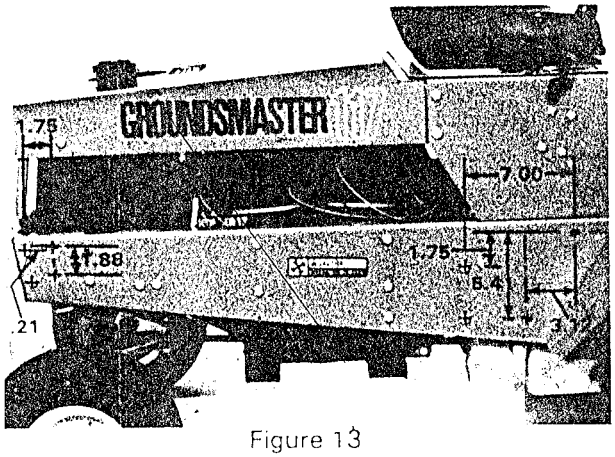

Figure 13
1. Locate and drill (4) .375" dia. holes in right side of machine as shown in Fig. 13. Use (2) front and (2) rear capscrews to measure from.